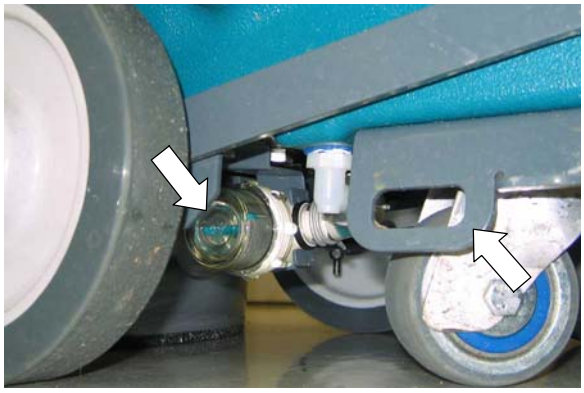

AFB. 51
5. Zet de machine vast met transportbanden. Er zitten twee bevestigingsbeugels voor transportbanden op de machine (afbeelding 51).
2. Maak het schoonwatertankfilter onder aan de machine leeg (afbeelding 51).